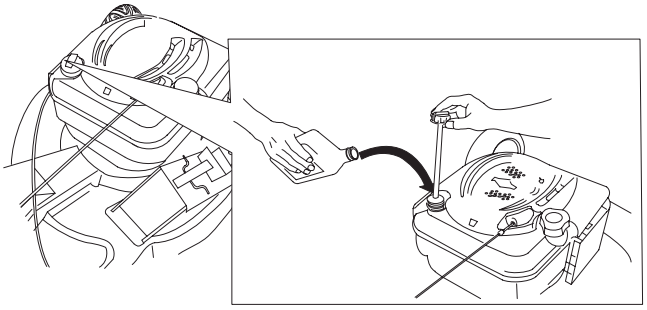

Figur 13
1. Ta ut peilestaven, rengjør den og sett den deretter på plass igjen (Figur 13).